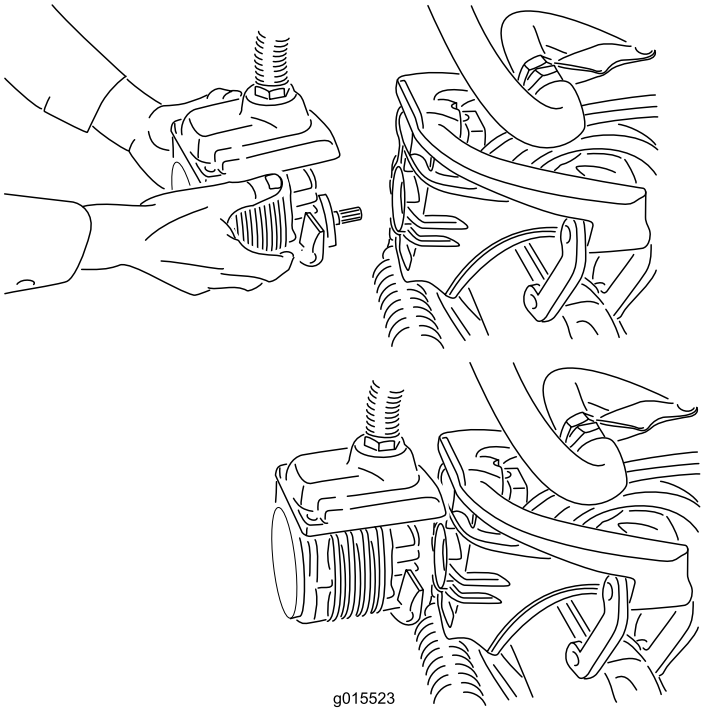

**Figur 39**
4. Flytta motorn till förvaringsutrymmet framför upphängningsarmen (Figur 39).